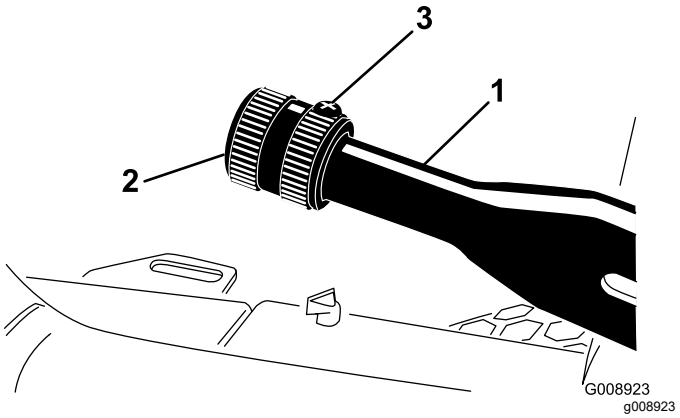

**Figur 61**
1. Løsne setteskruen som festen knotten til parkeringsbremsespaken (Figur 61).